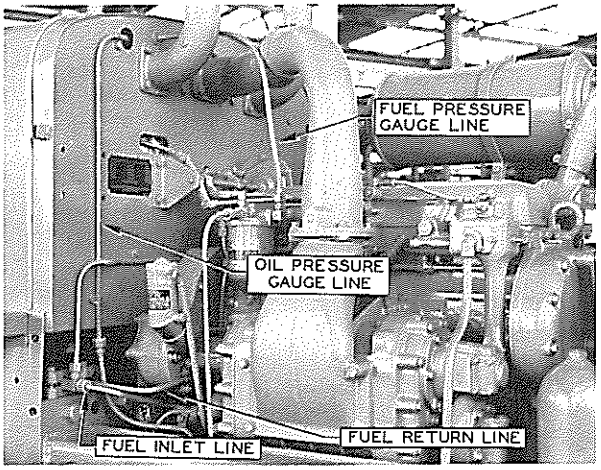

FIG. 4
11. Disconnect fuel pressure gauge line at top of fuel filter, care to be taken not to twist flexible hose. Fig. 4.
14. Disconnect fuel oil inlet line from fuel pump. Fig. 4.
16. Disconnect fuel inlet and return lines at connections under clamp — Item 15. These lines may now be removed. Fig. 4. CAUTION: Do not bend these lines as they are steel tubing and may break.